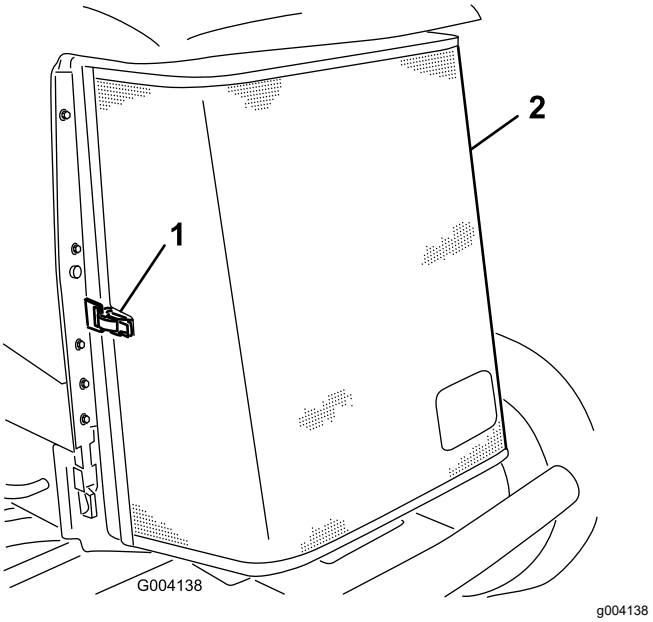

Figuur 136
3. Maak de sluiting los en draai het achterscherm open (Figuur 136).